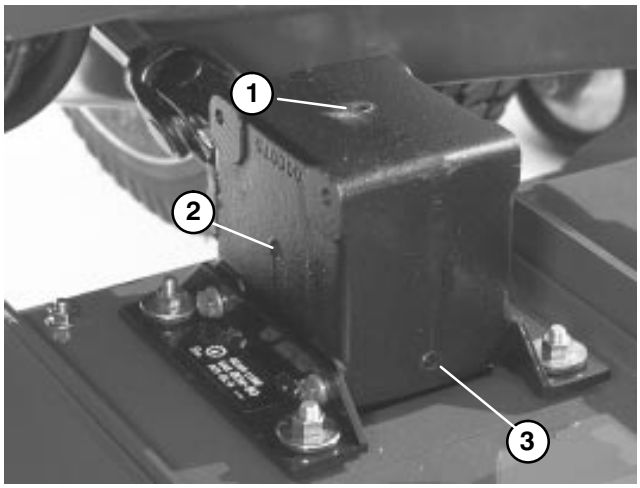

Figure 24
2. Position machine and cutting unit on a level surface and lower cutting unit. Remove check plug from side of gear box (Fig. 24) and make sure lubricant is up to bottom of hole. If level of lubricant is low, remove fill plug on top of gear case and add SAE 80–90 wt. gear lube until level is up to bottom of hole in side.